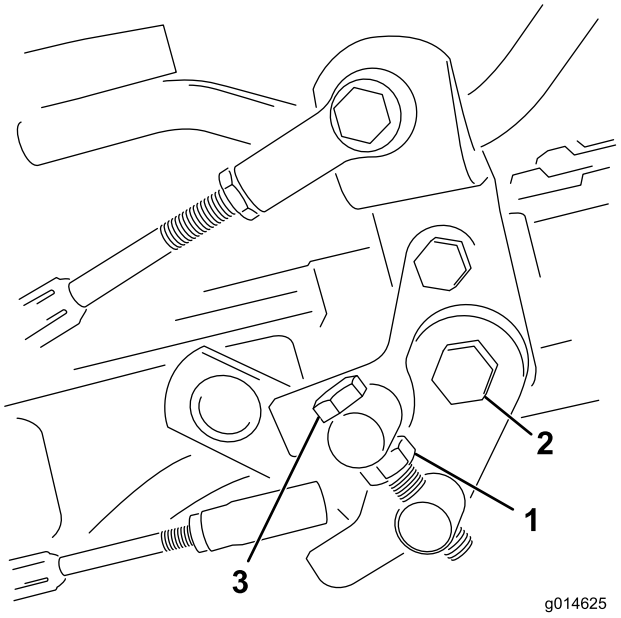

Figur 51
1. Løsne låsemutteren på vuggetappbolten (Figur 51).
4. Stram låsemutteren på vuggetappbolten og mutteren på pedaltappen for å låse justeringen (Figur 51). Sjekk justeringen, og juster etter behov.